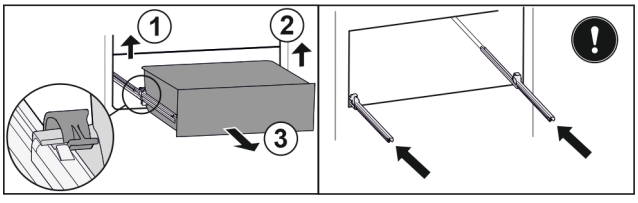

Fig. 121
▶ Ridicați clema din stânga și trageți concomitent sertarul din stânga spre înainte. *Fig. 121 (1)*
▶ Ridicați clema din dreapta și trageți concomitent sertarul din dreapta spre înainte. *Fig. 121 (2)*
▶ Extrageți sertarul spre înainte. *Fig. 121 (3)*